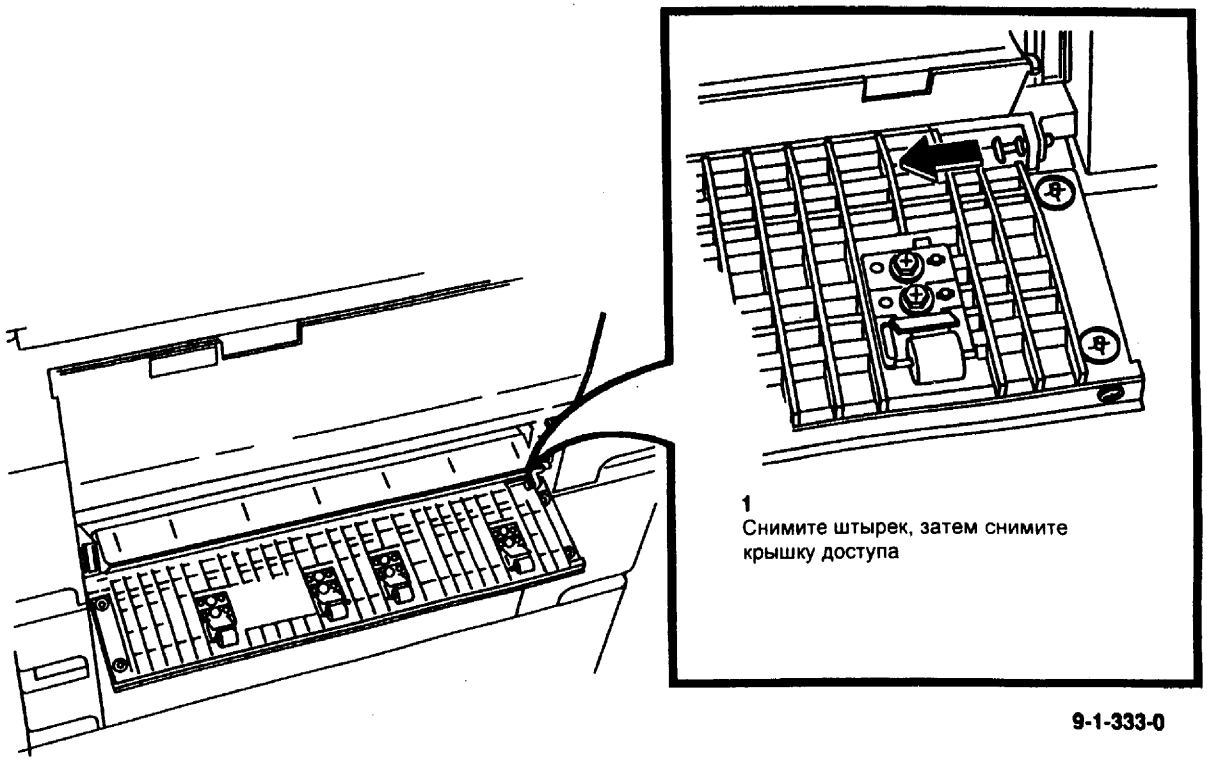

Рис. 1 Снятие крышки доступа лотка 1
2. (Рис. 1) Снимите крышку доступа лотка 1.